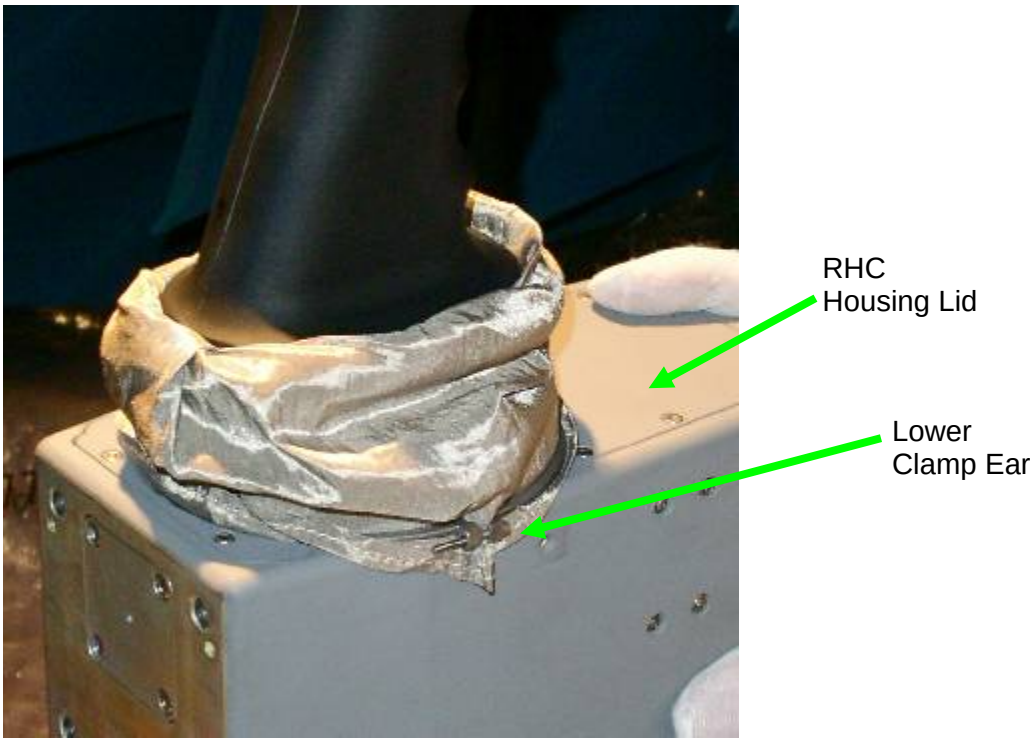

Figure 14.- Newly Installed Fabric Boot.
5.1 Place Lower Clamp (flat edge against RHC Housing Lid) over RHC grip and Fabric Boot with Lower Clamp ears aligned according to Figure 14.
Refer to Figure 14.
Photo document newly installed Fabric Boot in configuration similar to Figure 14 (Digital Camera).